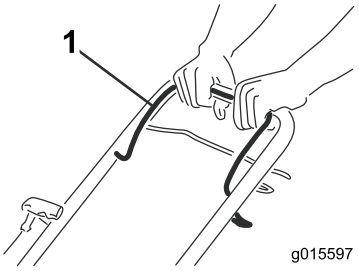

Figuur 14
1. Houd de bedieningsstang van het maaimes (Figuur 14) tegen de handgreep.